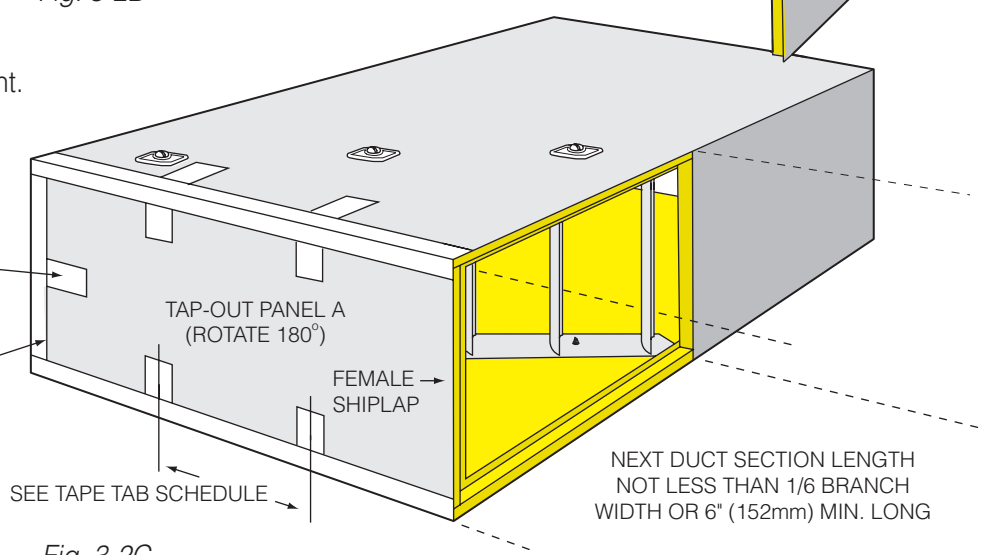

Fig. 3-2C
3. Rotate tap-out panel A and place in end of elbow so female shiplap faces away from equipment. See Fig. 3-2C.